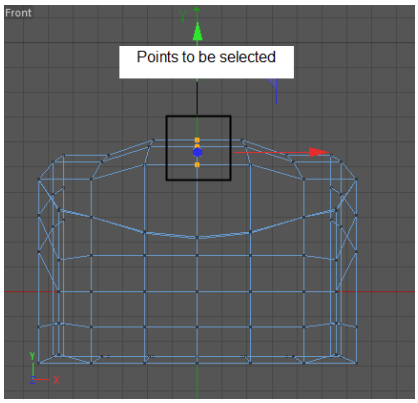
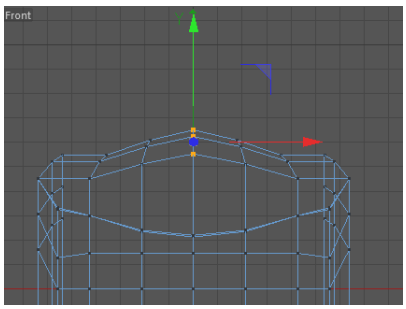

Figure 3-36 *The selected points of Computer mouse*
Figure 3-37 *Moving the selected points of Computer mouse*
25. Select the points of *Computer mouse* using the 9 key, as shown in Figure 3-36. Next, move the selected points upward in the Front viewport, as shown in Figure 3-37.